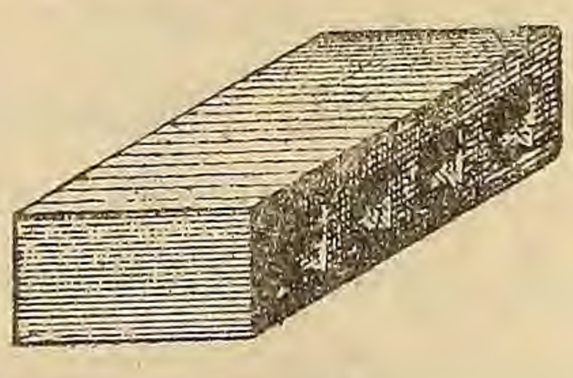
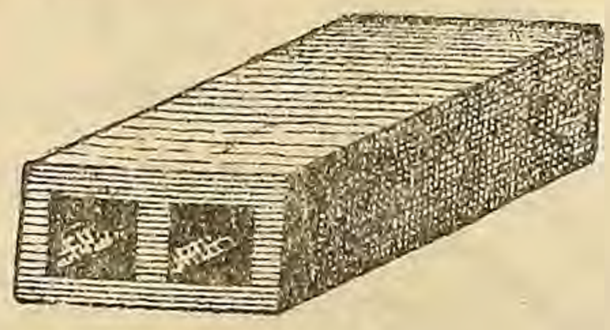
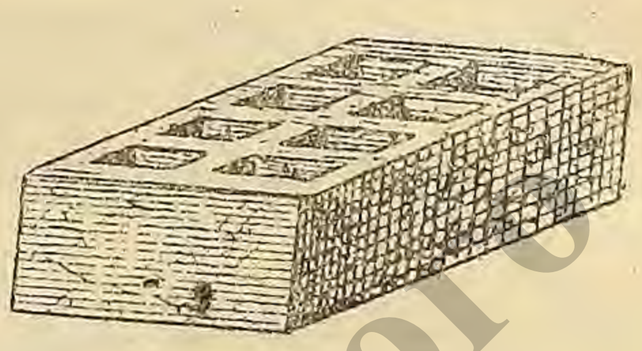

Рис. 427.
Рис. 428.
Рис. 429.
7) *Пустотелый* кирпич, различной формы. Наиболее простые его виды: 4-х дырный (рис. 427)—ложковый, 2-хдырный (рис. 428)—тычковый, 8-мидырный—для углов (рис. 429). Отличается пустотелый кирпич от обыкновенного только тем, что имеет продольные или поперечные сквозные пустоты, значительно уменьшающие его вес, вслед-
ствие этого употребляется во всех тех случаях, где надо иметь легкую стену: вес ложкового—$6^3/_4$ ф., тычкового—$7^1/_2$ ф. А так как он, имея внутри себя воздух, хорошо сохраняет тепло, то и толщина теплой стены будет меньше, чем из обыкновенного. Употребляют его на легкие постройки, например, на выпускные балконы, на переборки, для облицовки стен. В углах стен, чтобы не видно было наружу дыр, употребляют кирпич с вертикальными каналами (рис. 429). Недостаток пустотелого кирпича тот, что он хорошо проводит звук.